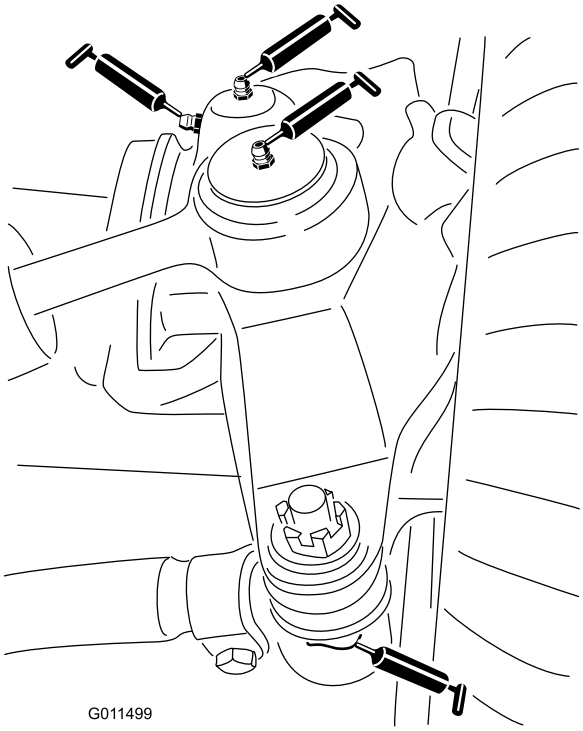

図 39
- ステアリングシリンダのボールジョイント 2ヶ所図 39
- タイロッドのボールジョイント 2ヶ所図 39
- キングピンのブッシュ 2ヶ所図 39。